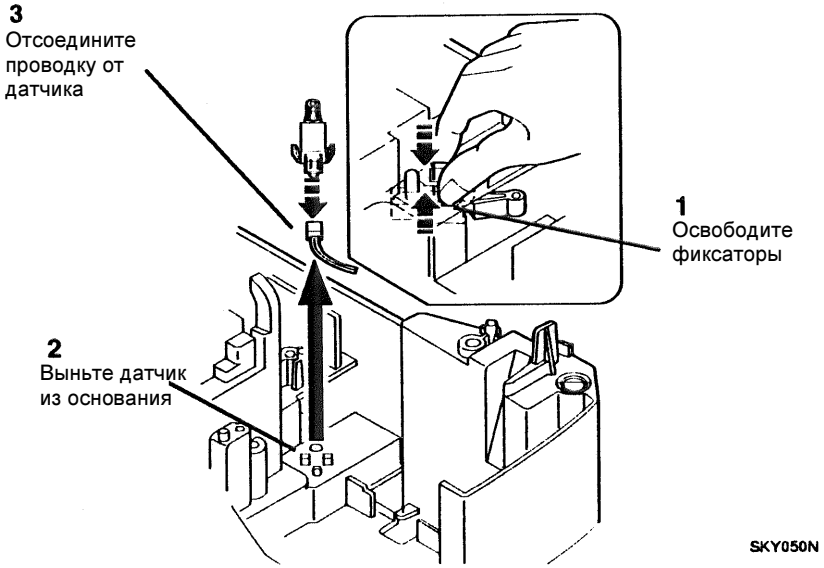

Рисунок 3. Снятие датчика лотка
4. (Рисунок 3): Снимите датчик лотка.